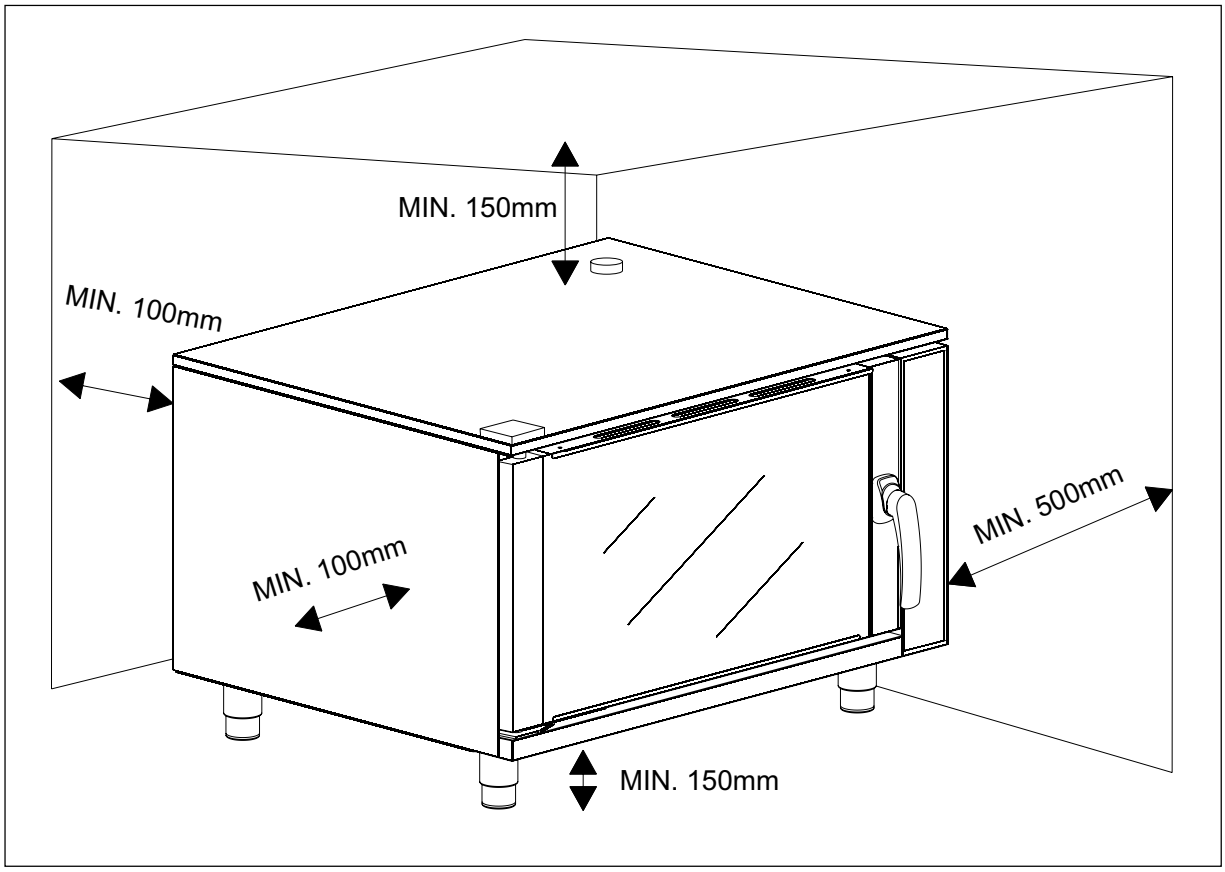

fig. 3
- Per consentire l'installazione e le operazioni di manutenzione, mantenere una distanza di almeno 500 mm. (vedere fig. 3) tra il fianco sinistro del forno e la parete o apparecchiature attigue.